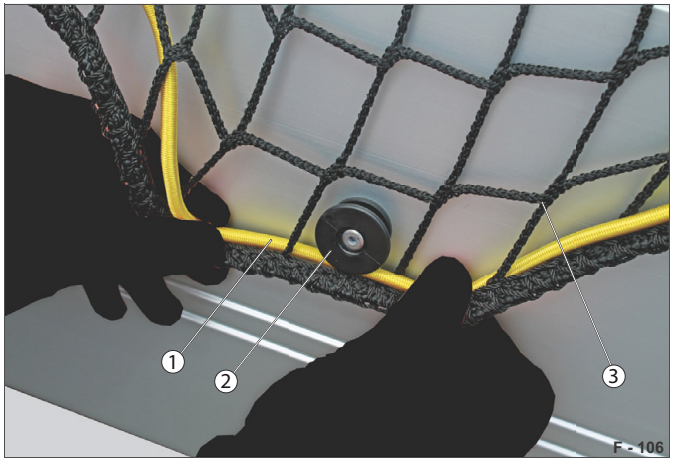

Abb. 104 Zajištění krycí sítě
▶ Natahujte roztahovací lano (Abb. 104/1) postupně přes kulaté knoflíky (Abb. 104/2).